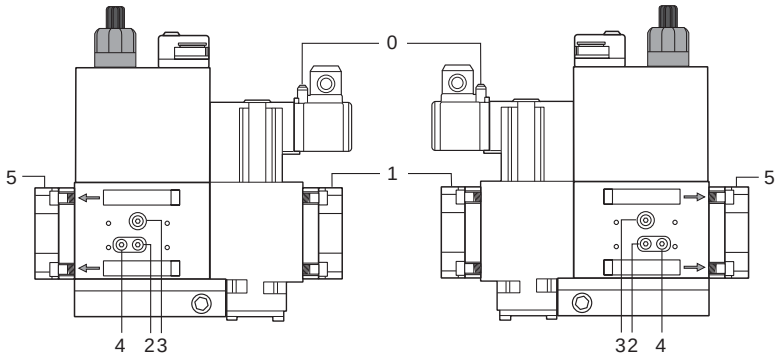
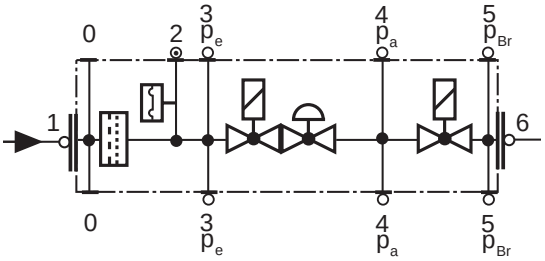

Fig. 34
Fig. 35
- Pulire o sostituire il filtro se la differenza di pressione fra i punti 1 e 2 (Fig. 34-Fig. 35) $\Delta p > 10$ mbar.